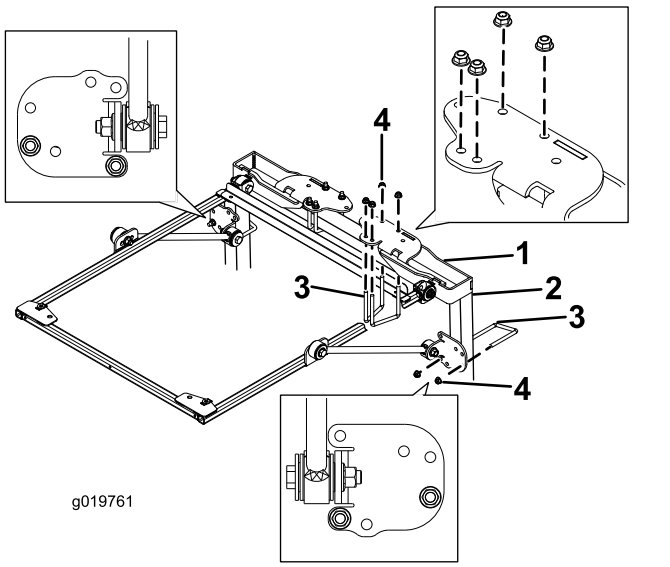

図 3
4. ROPS取り付けブラケットを、トラクションユニットROPSの上部にセットする図 3。
5. 図 3 に示されている取り付け穴を利用して、各ROPS取り付けブラケットをROPS上部に取り付けるUボルト4"2本とフランジナット4個を使用する。
6. 図 3 に示されている取り付け穴を利用して、各ブレースブラケットをROPSの柱材に取り付けるUボルト4"2本とフランジナット2個を使用する。